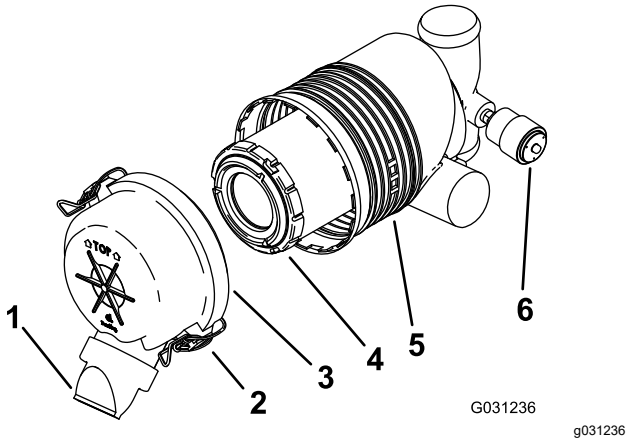

Figur 41
Viktigt: **Byt endast ut luftrenarfiltret när serviceindikatorn visar rött (Figur 41). Om du byter luftfiltret tidigare än nödvändigt ökar det risken för att smuts kommer in i motorn när du har avlägsnat filtret.**
5. Lossa spärrhakarna på luftrenaren och dra av luftrenarkåpan från luftrenarhuset (Figur 41).
- Montera luftrenarkåpan med dammkåpan riktad nedåt och fäst spärrhakarna (Figur 41) om serviceindikatorn visar att den är i brukligt skick.
1. Dra försiktigt ut filtret ur luftrenarhuset (Figur 41).
3. Montera filtret med försiktighet (Figur 41).
4. Montera luftrenarkåpan med dammkåpan riktad nedåt och fäst spärrhakarna (Figur 41).